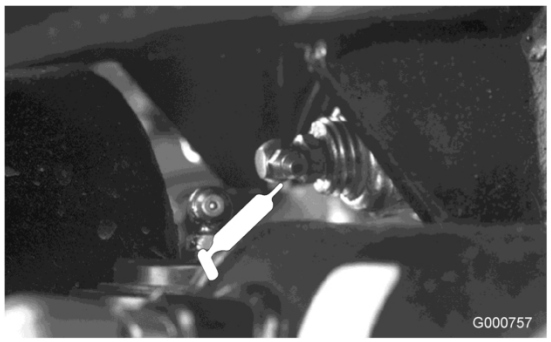

Figura 35
- Perno del ponte posteriore (Figura 35)